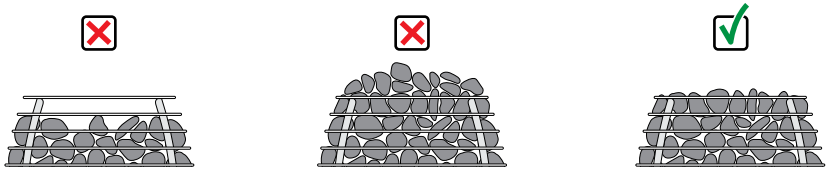

Figure 14. Laying of HIVE Flow stones.
- Do not lay a high pile of stones, and make sure before the first use all stones are level with the top of the stone grate **(Figure 14)**.